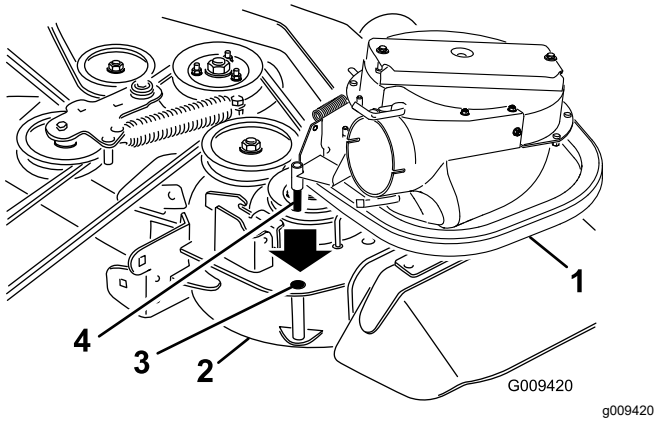
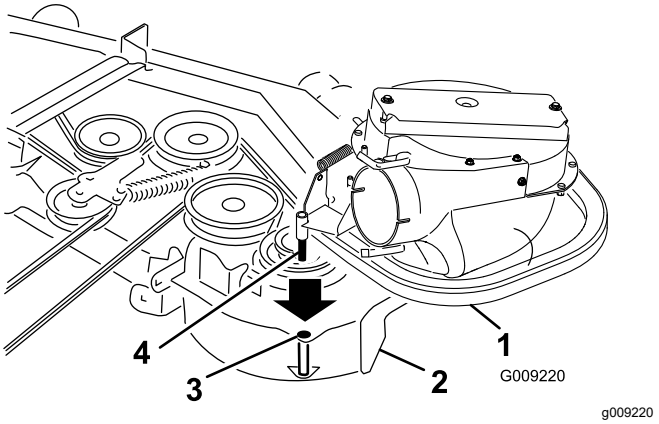

Figur 17
Figur 18
2. Skub blæserenhedstappen ind i drejetappens hul (Figur 17 eller Figur 18).